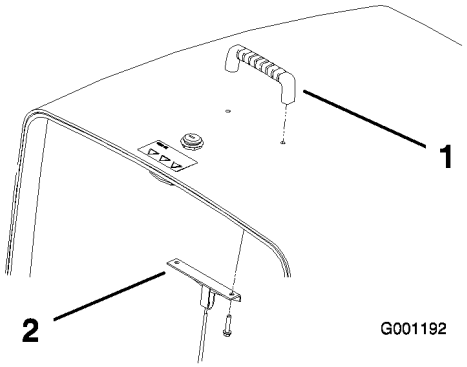

Figur 5
2. Montera handtaget och kabelfästet på huven med två skruvar (Figur 5).